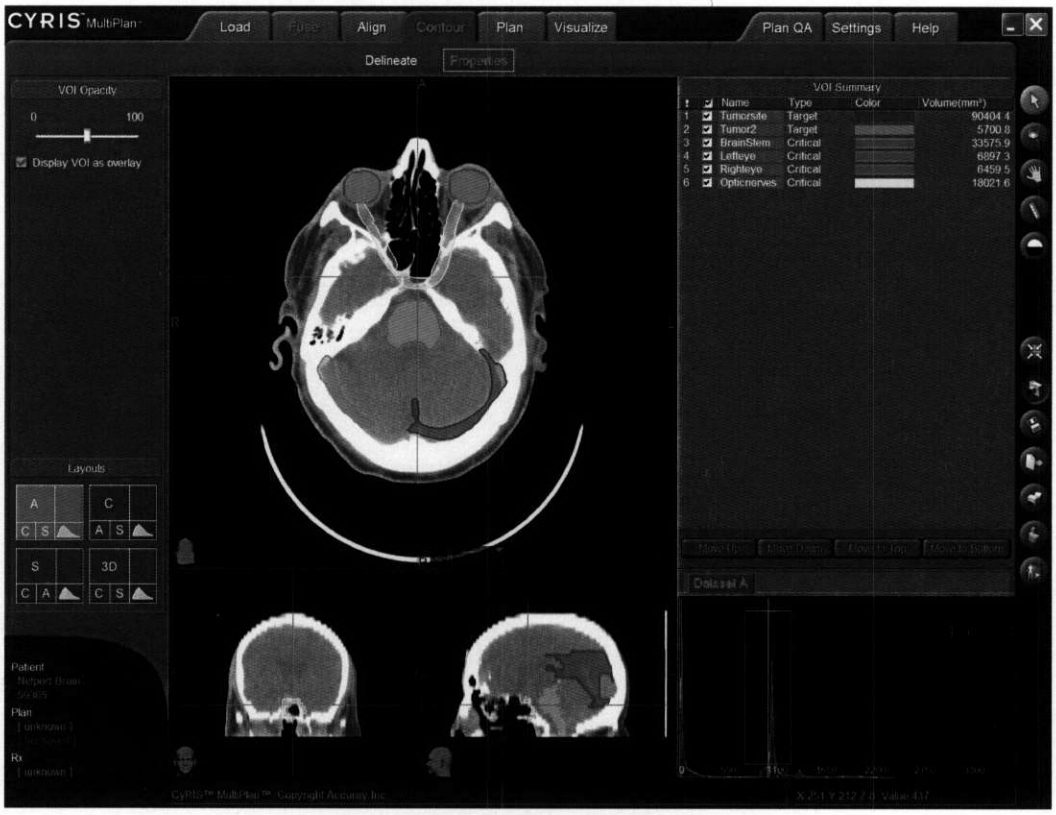
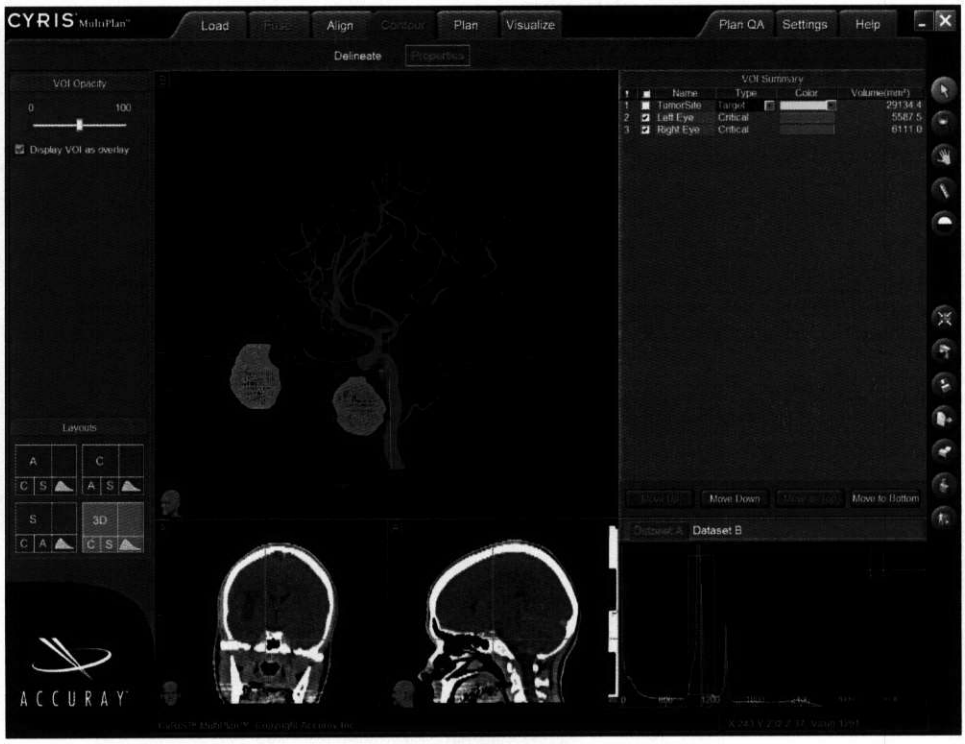

**Figure 33 Properties Step**
**Figure 35 Properties Step with Volume Rendered Image**
*Figure 33 Properties Step, page 49* shows the Properties step of the Contour task. The list on the right of the Display View indicates the properties associated with each VOI. Each VOI has a name that you can set, as well as a type. Two types are available: Target and Critical.
The layout switcher in the control view allows you to set either a 2D View (*Figure 33 Properties Step, page 49*) or a 3D View (*Figure 35 Properties Step with Volume Rendered Image, page 50*) as the large image at the top left of the display view.
*Figure 33 Properties Step, page 49* also indicates the display settings that you can use to portray the drawn volumes of interest. From the control view you can determine whether to fill or not fill the contours. You can also choose the transparency of the filled contours. Move the slider to the left for a fully transparent polygon. (This setting is the same as including no fill for the polygons.) Move the slider to the right for a fully opaque polygon.